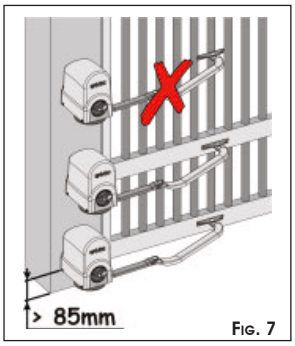

Fig. 7
② Establish the height of the operator, bearing in mind that:
- the securing bracket of the curved arm must be in a zone where it can be secured to the gate leaf (Fig.7)
- the minimum off ground height of the operator must permit securing the curved arm and positioning the lower housing (at least 85mm, see fig.7).